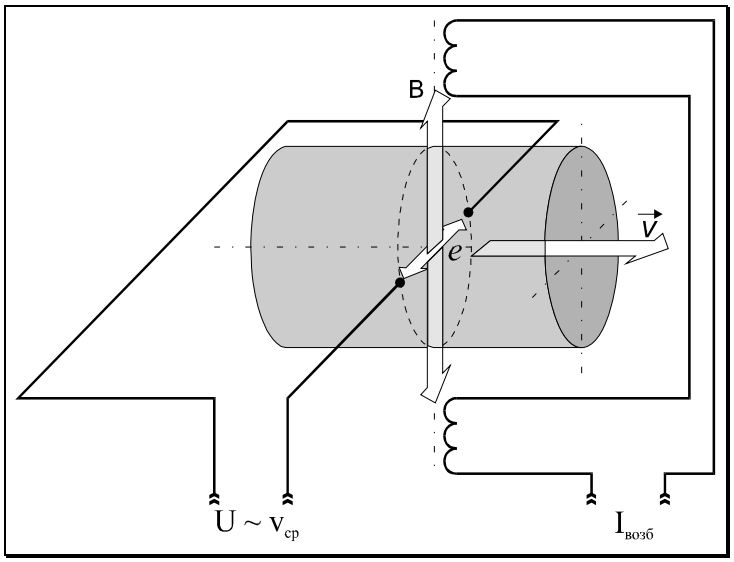

Рисунок 1 — Принцип работы электромагнитного первичного преобразователя (датчика) расхода
1.2.2.2 Принцип действия датчиков расхода ППР основан на явлении электромагнитной индукции. При прохождении электропроводящей жидкости через магнитное поле в ней, как в движущемся проводнике, наводится электродвижущая сила (ЭДС), пропорциональная средней по сечению проточной части датчика расхода скорости жидкости (рисунок 1). ЭДС снимается двумя электродами, расположенными диаметрально противоположно в одном поперечном сечении заподлицо с ее внутренней поверхностью. Сигнал от электродов по экранированному кабелю подается на вход электронного блока, обеспечивающего его дальнейшую обработку.